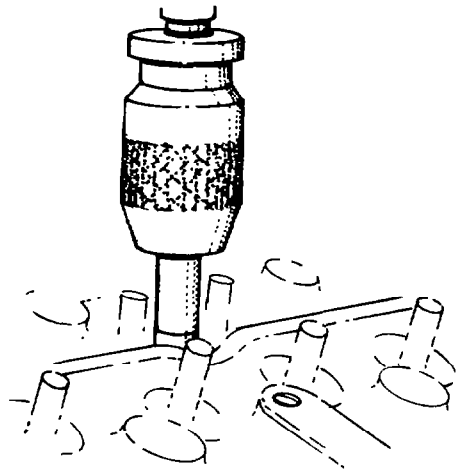

Fig. 16 — Reaming Sleeves
e. Ream the new injection nozzle sleeves using tool J-23303 (see fig. 16).